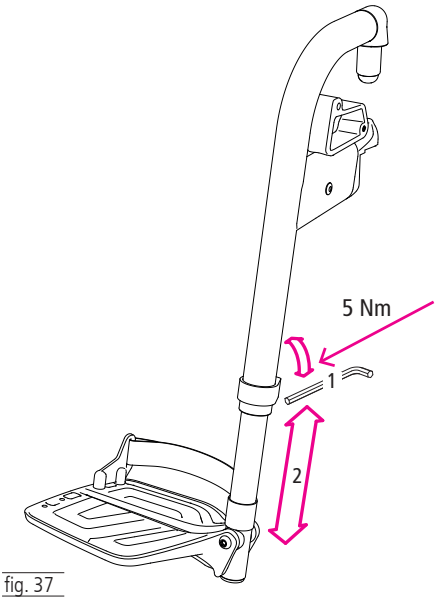

fig. 37
1. Allentare la vite a brugola sul retro (1, fig. 37) di uno o due giri. Il tubo della pedana ora è libero e può essere spinto verso l'alto o il basso.
2. Una volta trovata l'altezza adatta (2, fig. 37) stringere la vite (5 Nm) (1, fig. 37).